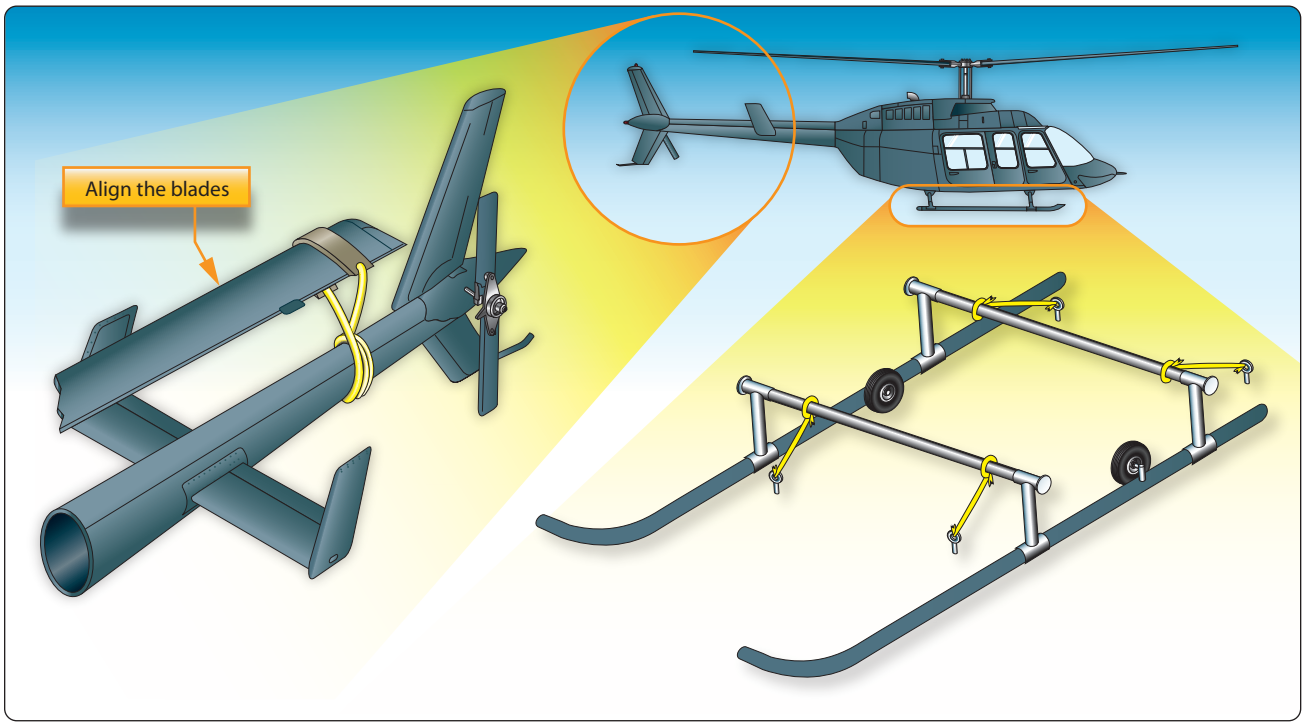

Figure 1-14. *Securing helicopter blades and fuselage.*
4. Align the blades and install tie-down assemblies as prescribed by the helicopter manufacturer. *[Figure 1-14]* Tie straps snugly without strain, and during wet weather, provide some slack to avoid the possibility of the straps shrinking, causing undue stress on the aircraft and/or its rotor system(s).